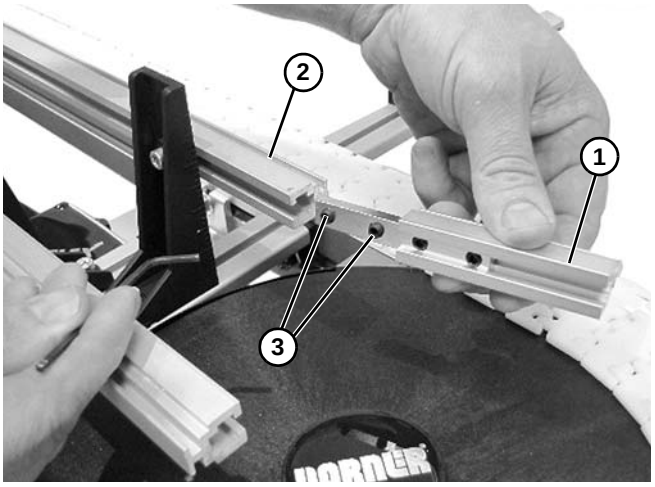

Figure 41
6. For curves, install inside of curve guide rail **(Figure 41, item 1)** to straight guide rails **(Figure 41, item 2)**. Tighten set screws **(Figure 41, item 3)**.